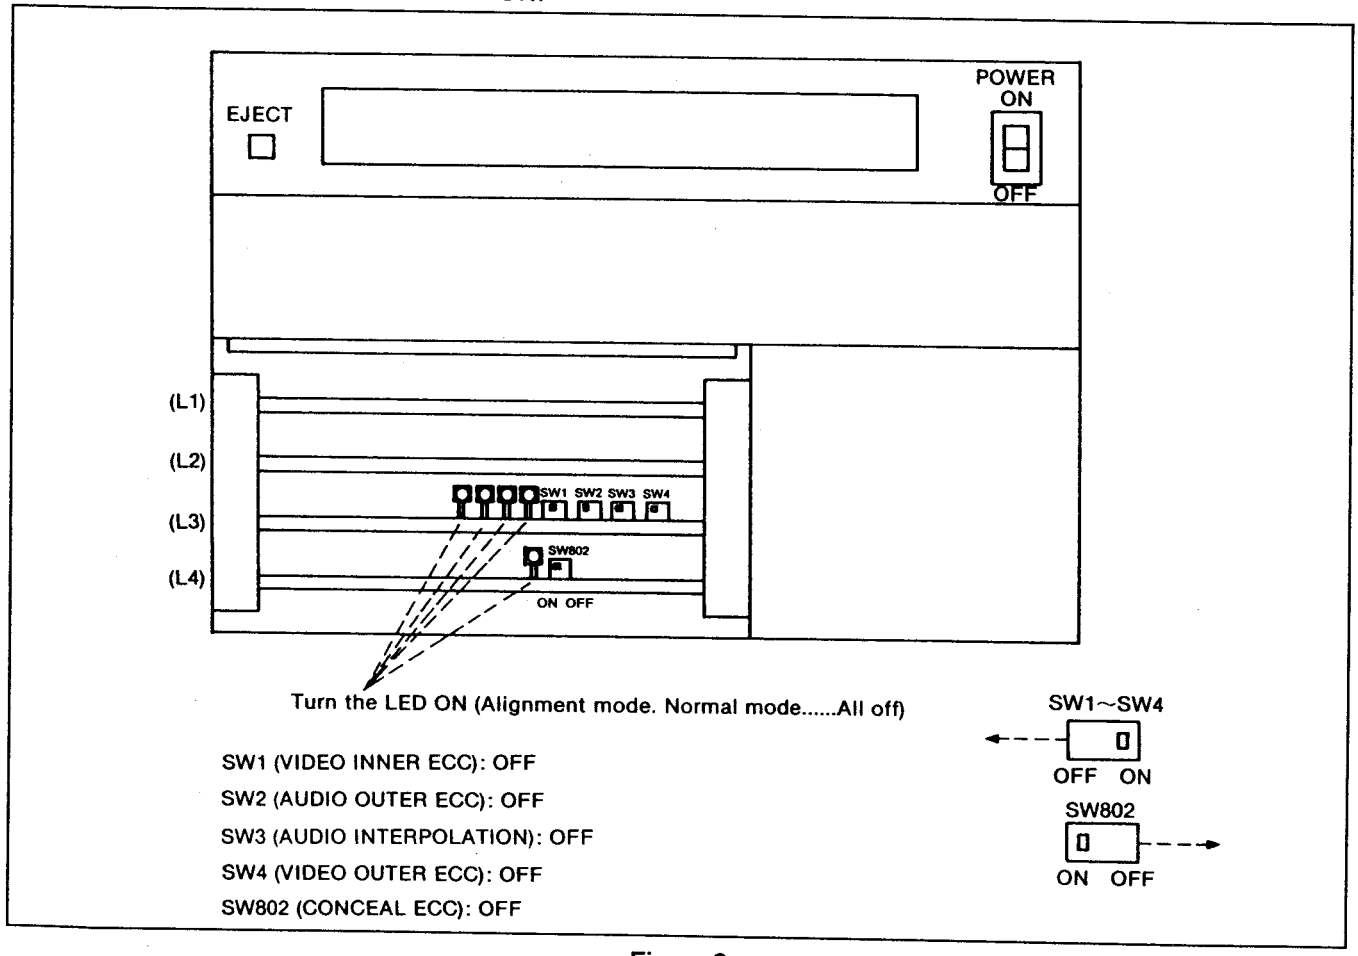

Figure 2
1. Set the SW1, 2, 3 and 4 on the L3 P.C.B. follow the Figure 2.
2. Set the SW802 on the L4 P.C.B. follow the Figure 2.